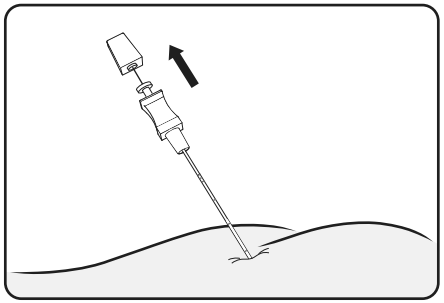

Figura 7. Rimozione dello stiletto dall'ago nel forame
2. Rimuovere lo stiletto dall'ago per forame sacrale (**Figura 7**).